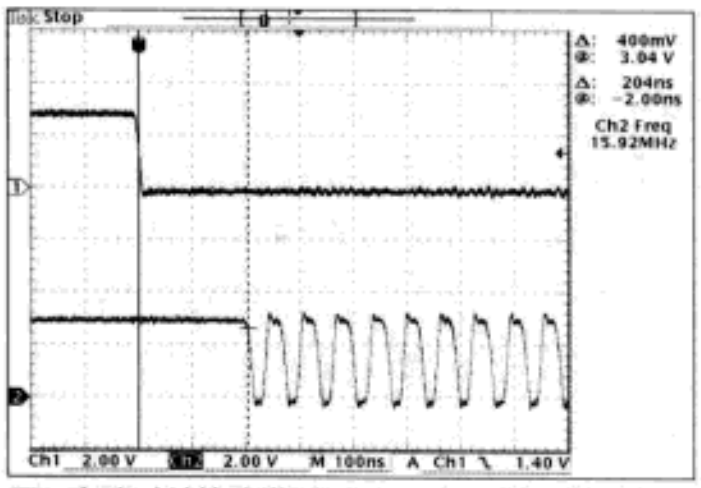

图4 高速时钟快速激活（204ns），醒来就快跑，无需“热身”
2. 立即开启高频时钟（从“睡眠”中醒来就可以“高速跑步”，无须“热身”），见图4；